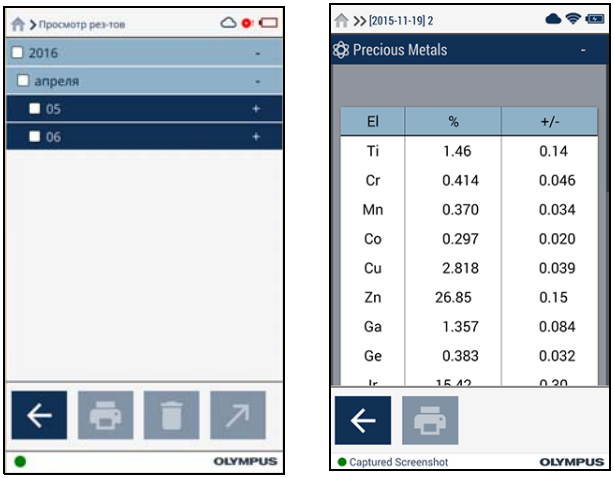

Рис. 2-40 Просмотр результатов: Дни (слева), данные (справа)
4. Нажмите на день для отображения результатов, полученных в этот день (см. Рис. 2-40 на стр. 49 [слева]).
5. Нажмите на результат для более детального просмотра (см. Рис. 2-40 на стр. 49 [справа]).